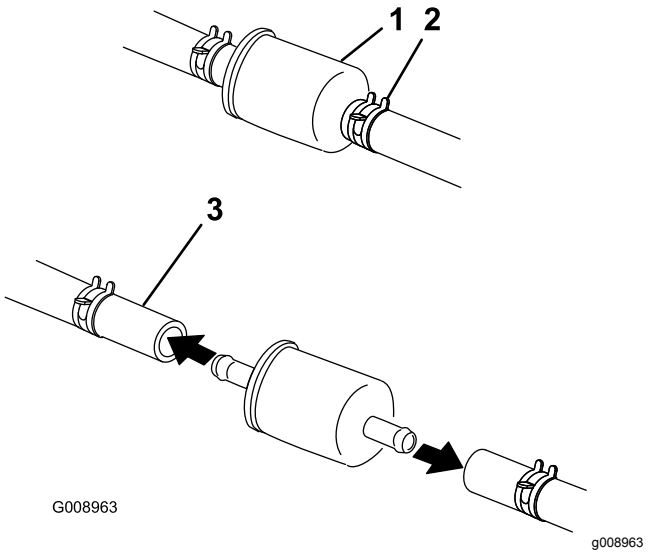

Figur 69
5. Bytt ut drivstoffilteret (Figur 69).